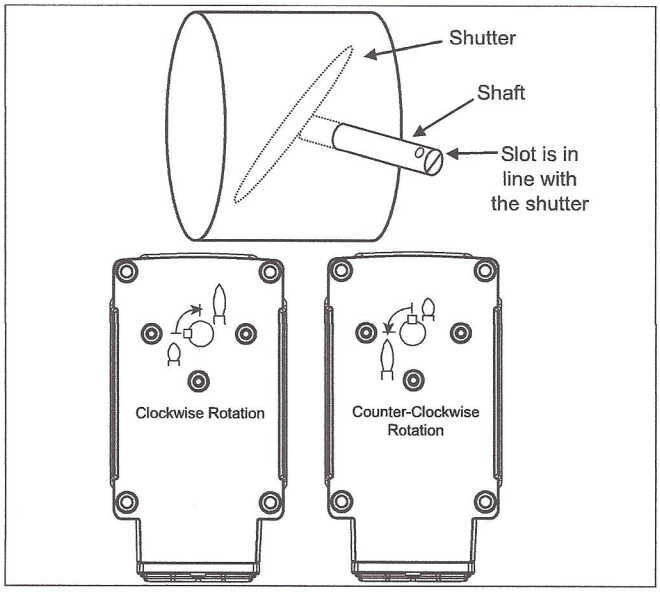

**Figure 3.2.**
**NOTE:** The butterfly valve rotation direction is viewed from the shaft end connected to the actuator. The slot at the end of the butterfly valve shaft is parallel to the shutter. See Figure 3.2. When the shaft is rotated to align the slot to the pipe direction, the valve is at maximum flow. Eclipse BVs with the beveled shutter option have a 75 degree stroke. The minimum positions of these valves physically stop at about a 15 degree angle when the butterfly shaft is turned fully counter-clockwise. Therefore, the actuator must have its low position set to about 15 degrees to prevent trying to rotate against the physical stop. Final fine-tuning adjustments to the minimum position can be made after mounting the actuator to the BV.